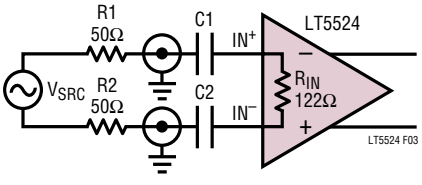
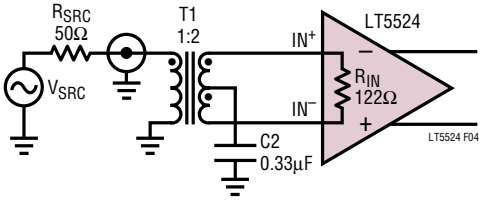

図3. 差動ソースにコンデンサを介して結合した入力
図4. シングルエンドのソースにトランスを介して結合した入力
入力整合ネットワークの例を図3と図4に示します。
- 差動入力ドライブをよくバランスさせる(図4のコンデンサC2)